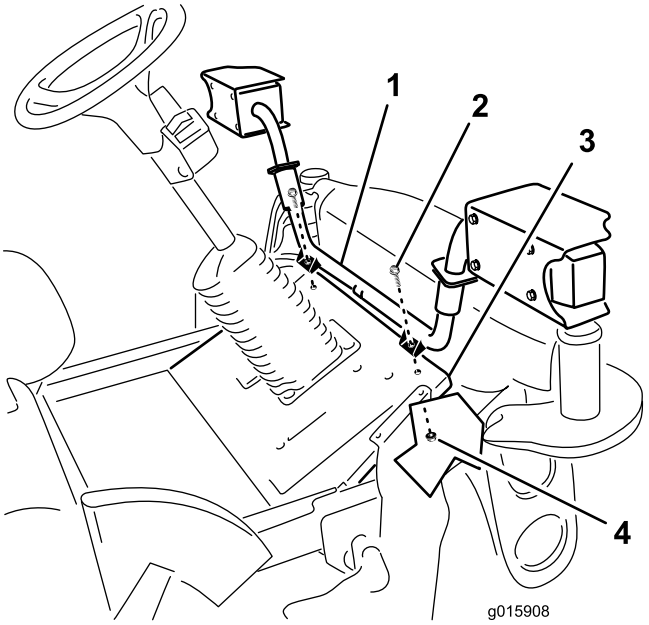

Figur 6
Fest frontlysfestet til plattformen med (2) 3/8 x 1–1/2 tommes flenshodeskruer og 3/8 tommes flensmutre som vist i Figur 6.